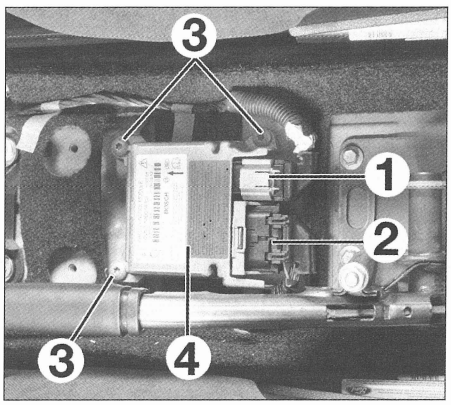

FIG. 16
- Sacar los conectores del calculador (1) y (2) **(fig. 16)**.
- Desmontar los tres tornillos (3) de fijación de la caja (4) y la caja.